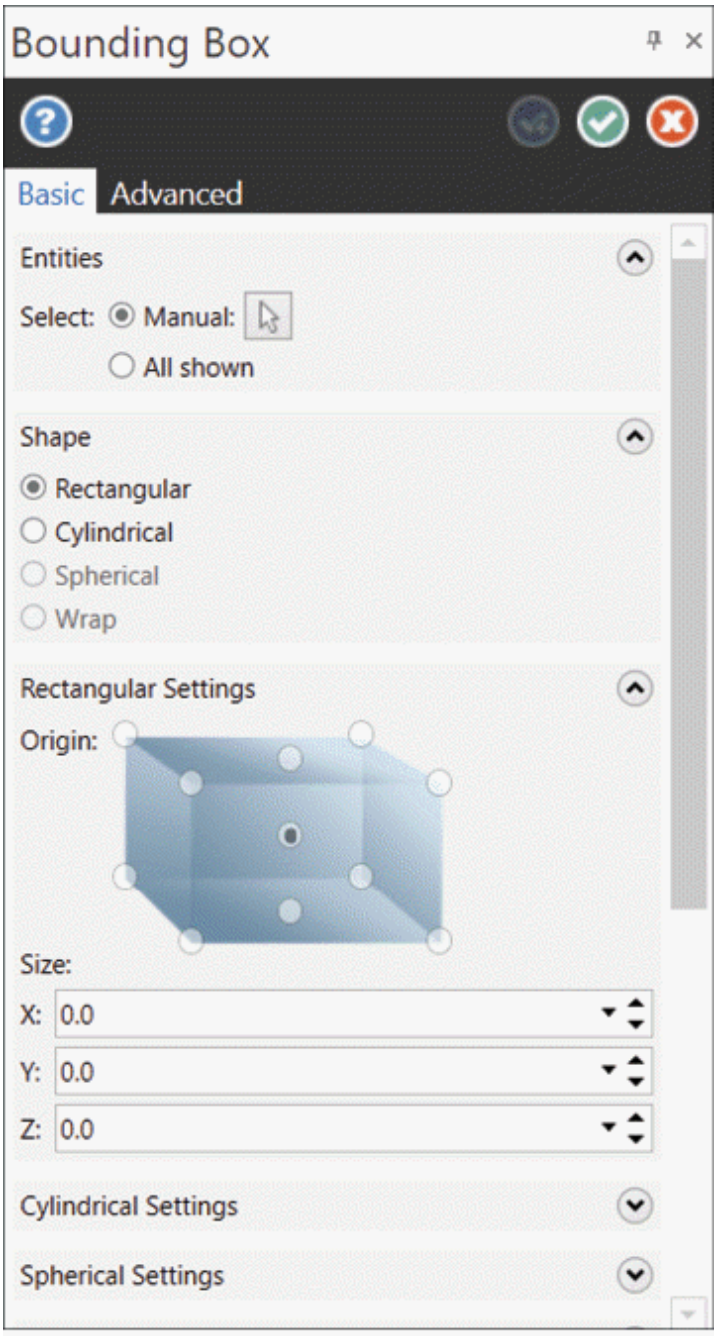

Figure-66. Bounding Box Manager
- Note that to create a bounding box, you need to select the **Bounding box** button after selecting the **Rectangular** or **Cylindrical** radio button. On selecting the **Bounding box** button, the **Bounding Box Manager** will be displayed; refer to Figure-66.